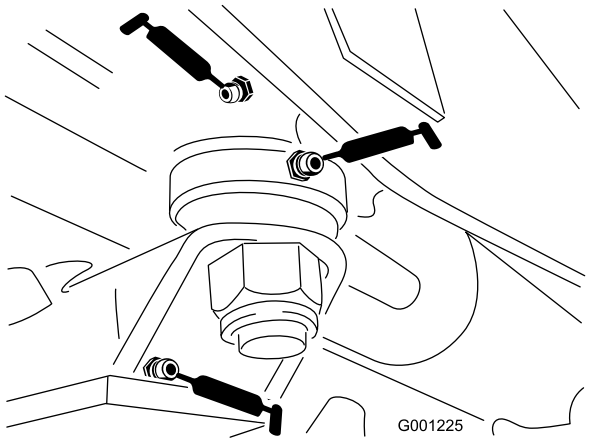

Figur 43
- Styreplatehylser (Figur 43)
- Akselpinnehylse (Figur 43)